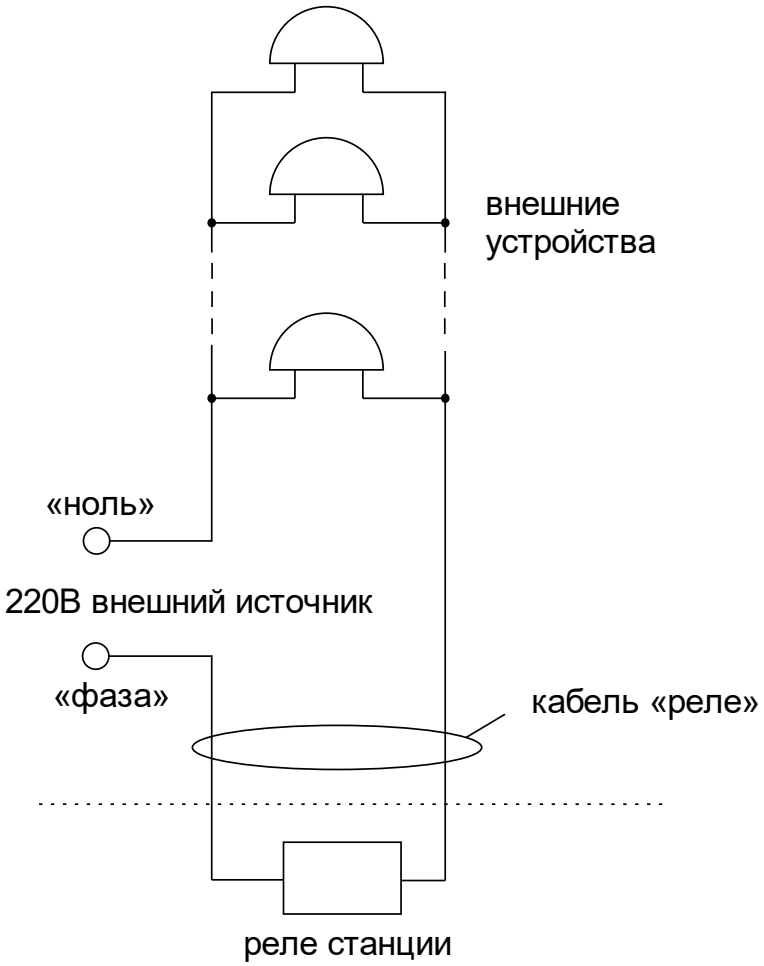

Рис. 1.
4.5 Подсоедините кабель «Реле» через клеммную коробку следующим образом (см. рис. 1). На один из проводов кабеля «Реле» необходимо подать «фазу» внешней питающей электросети 220 В, предназначенной для питания внешних устройств; второй конец кабеля «Реле» подключить непосредственно к одному из входов питания внешних устройств; другой вход питания внешних устройств подключить на «ноль» питающей электросети 220 В. Все внешние устройства должны быть соединены друг с другом по входам питания параллельно. К внешним устройства относятся, например, школьные звонки громкого боя.